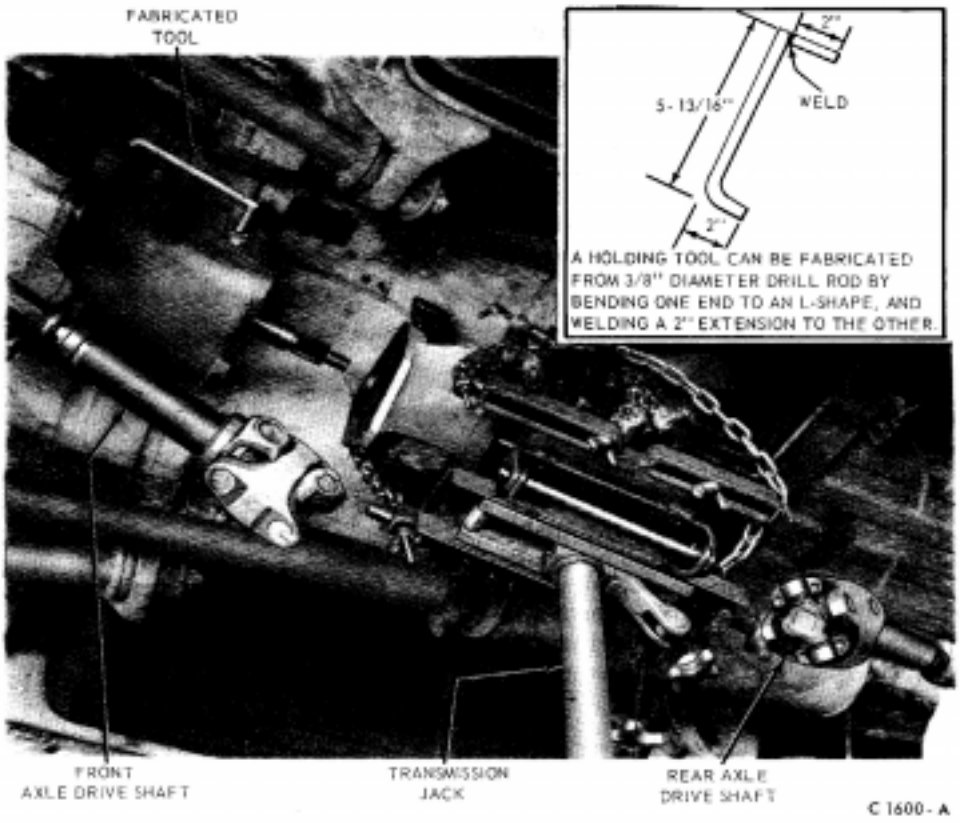

FIG. 6-3—Removing or Installing Transfer Case
4. Disconnect the front and rear drive shafts at the transfer case (Fig. 6-3).
6. Disconnect the shift rods from the transmission shift levers. Then, place the first-reverse gear shift lever into the first gear position, and insert the fabricated tool (Fig. 6-3). This tool will prevent the input shaft roller bearings from dropping into the transmission case when separating the transfer case from the transmission and output shaft.
13. Move the transfer case and jack rearward until it clears the transmission output shaft (Fig. 6-3). Lower the transfer case.
1. Position the transfer case to the transmission (Fig. 6-3) and install the attaching bolts. Torque the bolts to specifications.